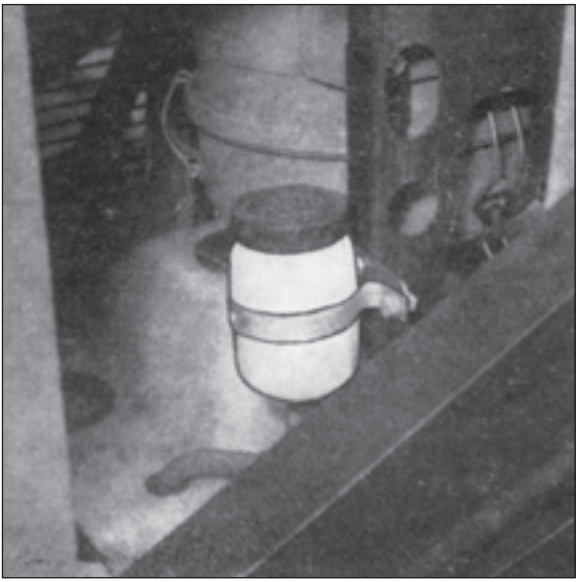

Fig. 210
1. The oil level in the tank of the steering damper (the tank is situated between the air filter and the radiator on the right wall of the engine bonnet — Fig. 210) only for tractors Zetor 6245, 7245, 7245 Horal and 7745 with the heavy front driven axle.